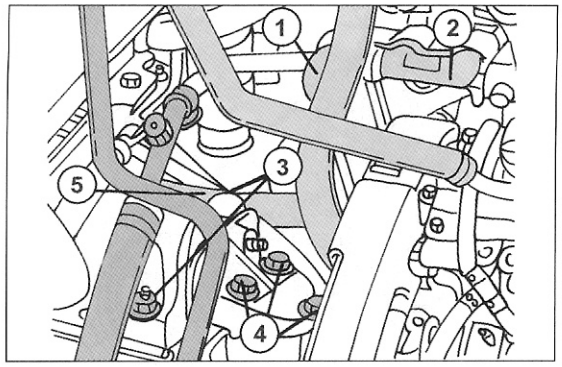

Bild 122
- Die Motoraufhängung auf der Seite der Steuerung unter Bezug auf Bild 122 ausbauen. Auszubauen sind: Das Wärmeschutzblech (1), die Leitung (2), die Muttern (3), die Schrauben (3) und die Motoraufhängung (4). Der Motor muss danach angehoben und wieder abgesenkt werden, um an alle Schrauben des Zahnriemenschutzdeckels zu kommen.
Teile im Motorraum unter Bezug auf Bild 122 montieren: